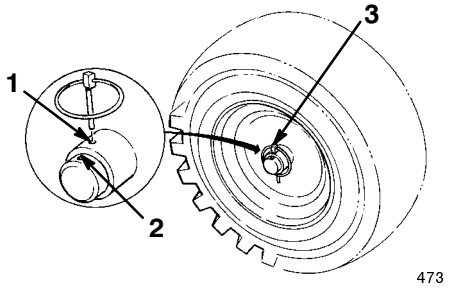

Figur 4
7. För in hjulen och sätt i axelstiftet genom hålen i hjulnavet och det **inre** hålet i axeln (figur 4).